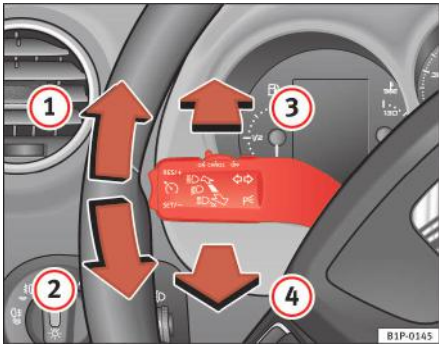

Fig. 75 Maneta pentru semnalizarea direcției şi faza lungă
– Deplasați maneta complet în sus ⇒ fig. 75 (1) pentru a indica **dreapta** şi complet în jos (2) pentru a indica **stânga**.
– Dacă faza scurtă este aprinsă, împingeți maneta în față ⇒ fig. 75 (3) pentru a aprinde faza lungă.
– Împingeți maneta către volan ⇒ fig. 75 (4) pentru a stinge faza lungă.